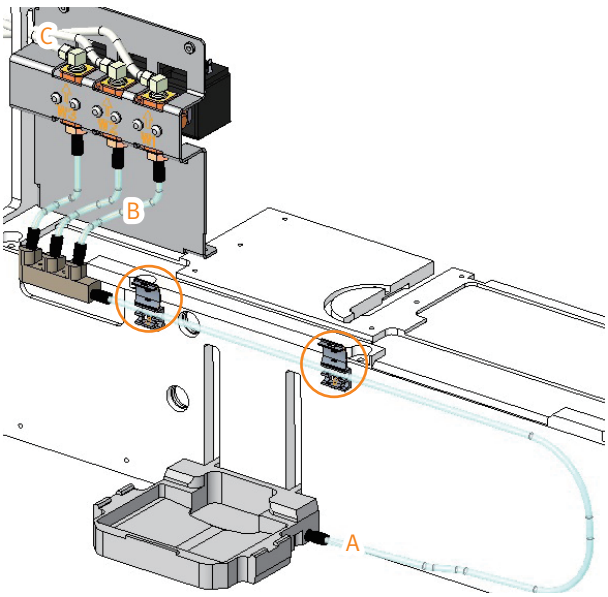

图 77. 废液管。A = 连接在废液收集器和废液歧管之间的废液管，B = 连接在废液歧管和废液阀之间的废液管，C = 连接在废液阀和废液分离器之间的废液管。注意废液收集器上方的两个支架/夹子。
3. 要更换连接在废液收集器和废液歧管之间的废液管（请参阅图 77 中的 A）：
g. 拧松并更换管路（参见图 77 中的 A）。确保使用支架/夹子将管路固定在正确位置。
4. 要更换废液歧管和废液阀之间的废液管，关闭真空，拧松并更换废液管（请参阅图 77 中的 B）。
5. 要更换连接在废液阀和废液分离器之间（请参阅图 77 中的 C），以及分离器和废液桶之间的废液出口管：
d. 拧松并更换管路（参见图 77 中的 C）。有关如何连接分离器、废液桶和废液阀之间管路的说明，请参阅“废液套件和真空”（第 6 页）。